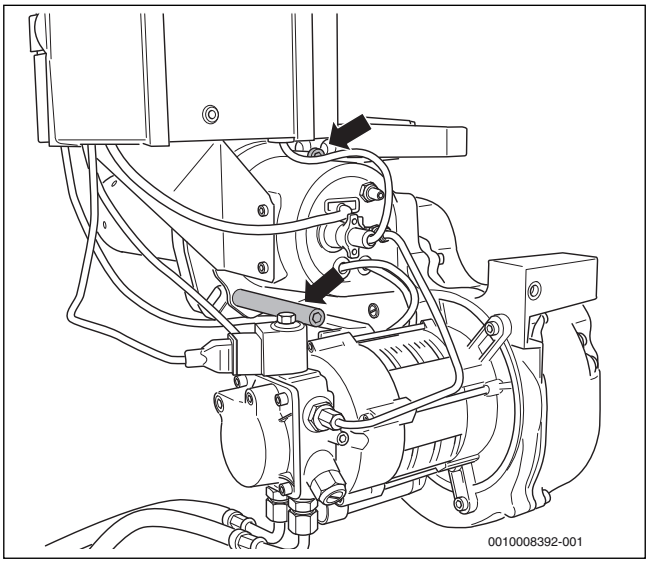

Fig. 32 Desserrer les vis de la fixation à baïonnette
- Desserrer les deux vis de la fixation à baïonnette (→fig. 32, flèches).
▶ Poser le brûleur sur les deux vis de la bride du brûleur (→fig. 32, flèche, page 20).
▶ Effectuer une rotation à gauche jusqu'à la butée et resserrer les vis de fixation (→ fig. 32, flèche, page 20).